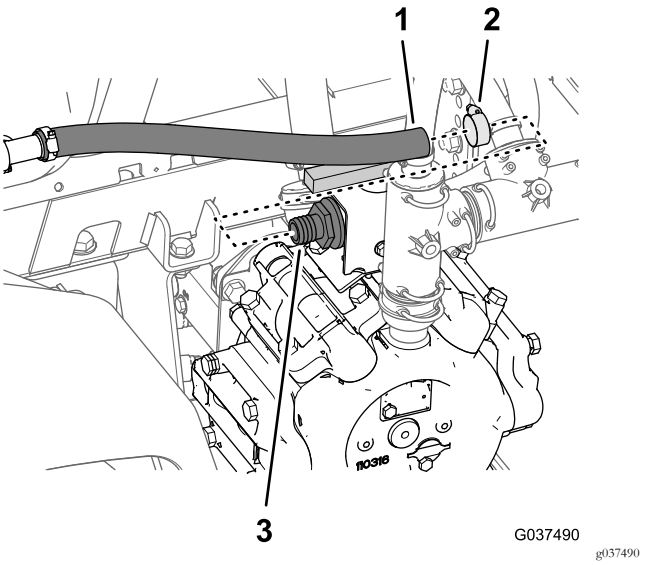

Figura 32
1. En la bomba de fumigación, retire la abrazadera que sujeta la manguera de alimentación de la agitación al acoplamiento dentado de la válvula de bola (Figura 32).
2. Retire la manguera de alimentación de la agitación del acoplamiento dentado (Figura 32).